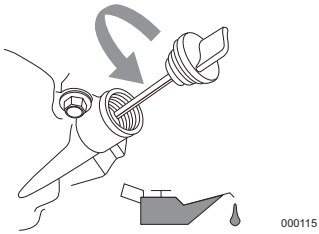

*Figura 2-7. Sacar la varilla*
3. Retire la tapa de llenado de aceite y limpie la varilla de medición. Consulte la *Figura 2-7*.